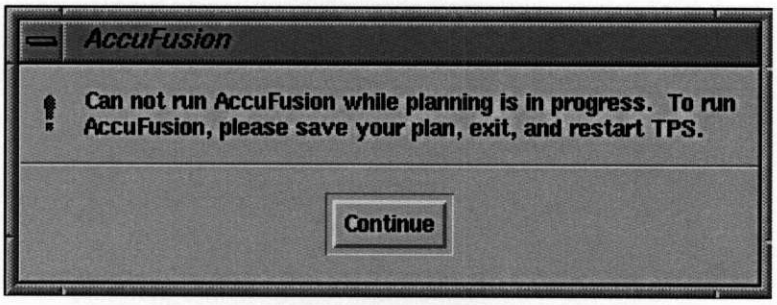

**Figure 19 AccuFusion Run Information Message**
**NOTE:** AccuFusion won't start if there is any planning operation in progress. A message (*Figure 19 AccuFusion Run Information Message, page 22*) appears to inform you to exit and restart TPS.